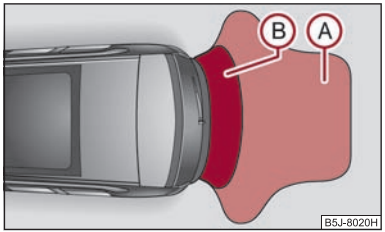

Fig. 95 Parking aid: Range of sensors
The clearance warning begins at a distance of about 160 cm from the obstacle (area (A) ⇒ fig. 95). The interval between the warning signals becomes shorter as the clearance is reduced.